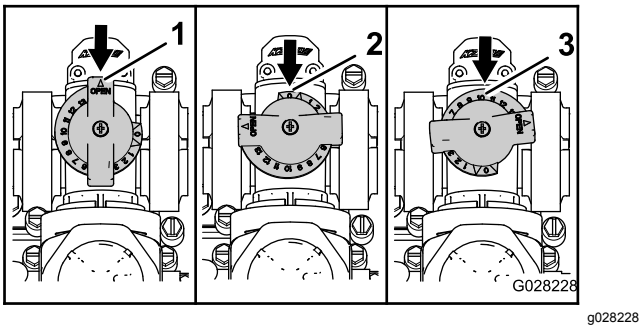

Figur 30
- Risteomløpsventilen er i fullstendig åpen posisjon som vist i A i Figur 30.
- Risteomløpsventilen er i lukket (0) posisjon som vist i B i Figur 30.
- Risteomløpsventilen er i middels (justert i henhold til trykkmåleren for spredersystemet) posisjon som vist i C i Figur 30.